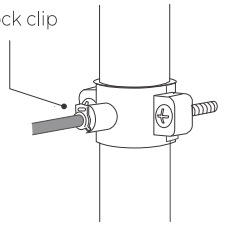

Figure 10
e. Pop the lock clip onto the fitting to secure the connection **(Figure 10)**.